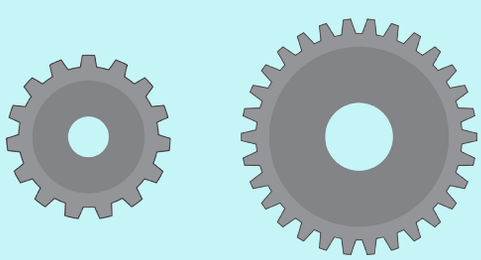

图 3.23　齿轮图
1.A组同学只有多个齿数分别为15和30的齿轮（图3.23）。